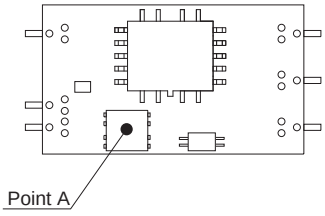

Fig.8.15 Temperature Measuring Point in the case of Forced Air Cooling
(3) Temperature Measuring Points in the case of Forced Air Cooling (1m/s)
① SU10
■In the case of forced air cooling, please have sufficient ventilation to keep the temperature of point A in Fig.8.15 at 105℃ or below.